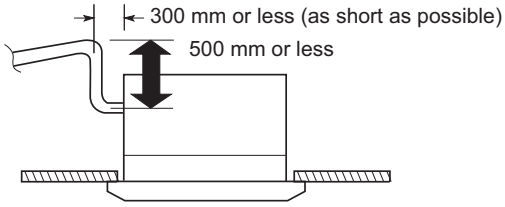

Fig. 2-195
- **If it is necessary to increase the height of the drain pipe, the section directly after the connection port can be raised a maximum of 500 mm. Do not raise it any higher than 500 mm, as this could result in water leaks. (Fig. 2-195)**